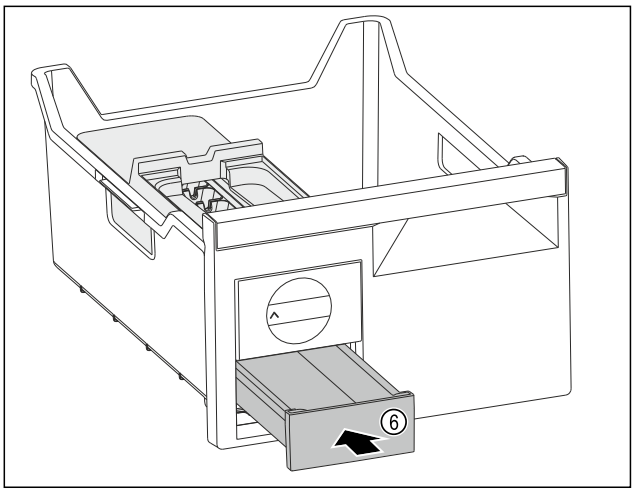

Fig. 146
▶ Zásuvku na kostky ledu *Fig. 146 (6)* zasuňte.